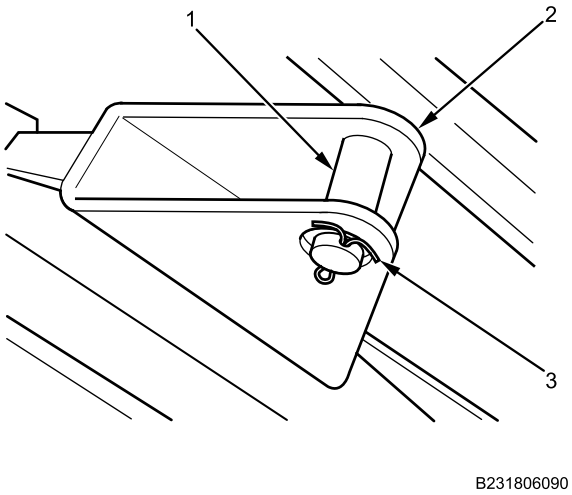

Figure 5. Latch Pin Installed.
1. Position latch pin (Figure 5, Item 1) in holes of angle bracket (Figure 5, Item 2).
2. Secure latch pin (Figure 5, Item 1) on angle bracket (Figure 5, Item 2) with new cotter pin (Figure 5, Item 3).